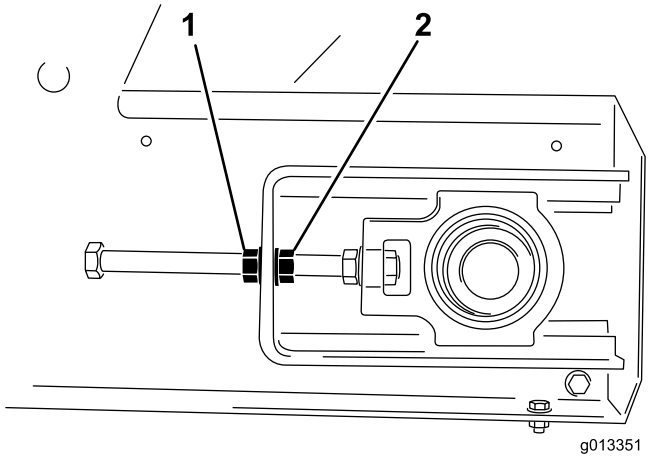

Figuur 49
4. Houd met twee sleutels het uiteinde van de spanstang stationair en draai vervolgens de borgmoer los, dit is de moer die zich het dichtst bij het uiteinde van de stang bevindt (Figuur 49).
3. Houd aan de kant waar de band naartoe trekt het uiteinde van de spanstang stationair en draai vervolgens de borgmoer los en draai de stelmoer twee platte kanten van de moer verder vast (Figuur 49).